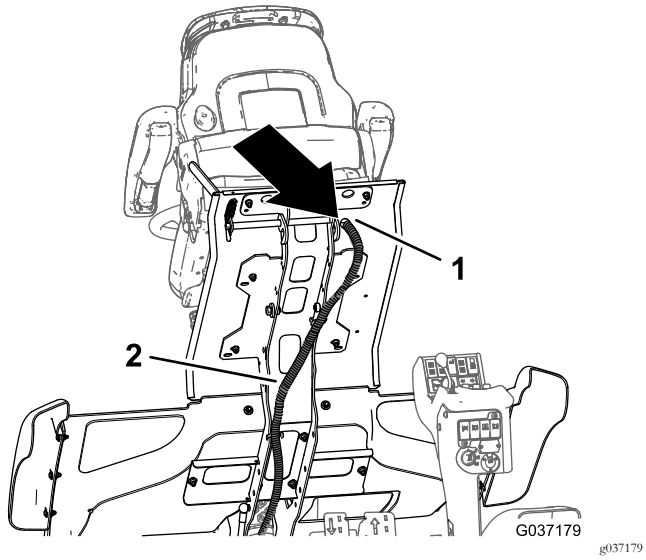

Figur 29
1. Før ledningssatsen til maskinen som du fjernet i trinn 1 av 2 Ta av setet (side 4) gjennom hullet i førerplattformen (Figur 29).
4. Nederst på plattformen fører du ledningssatssettets kontakt med to sokler (svarte og røde ledninger) på 400 cm gjennom hullet i plattformen plassert bak setet. Se Figur 29.